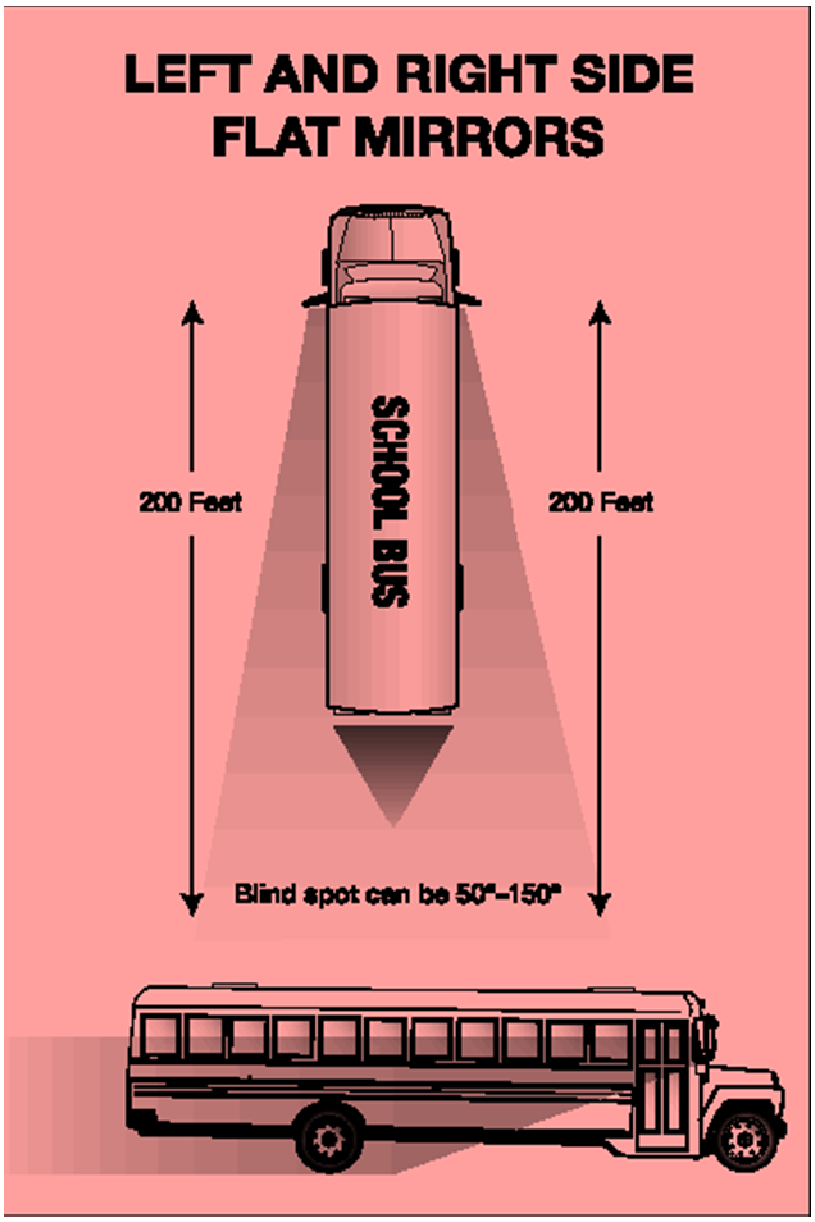

Figure 10.2
- Figure 10.2 shows how both the outside left and right side flat mirrors should be adjusted.